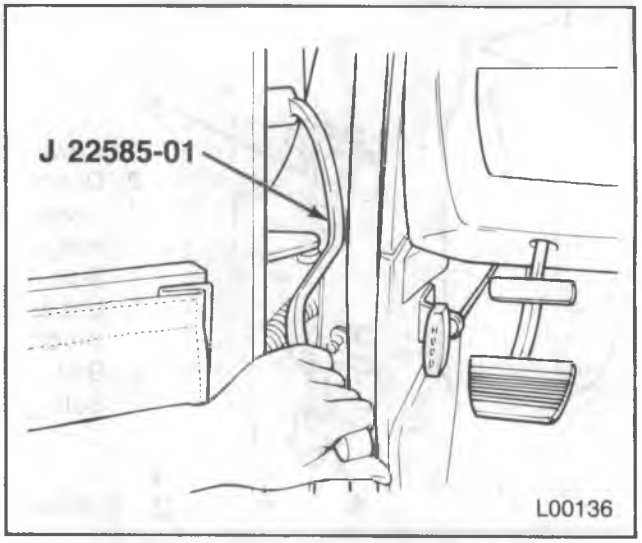

Figure 5—Door Hinge Bolt Wrench
- Use tool J 22585-01 when loosening the door hinge to body side pillar bolts. The rear fender bolts may need to be loosened for access to these bolts (figure 5).